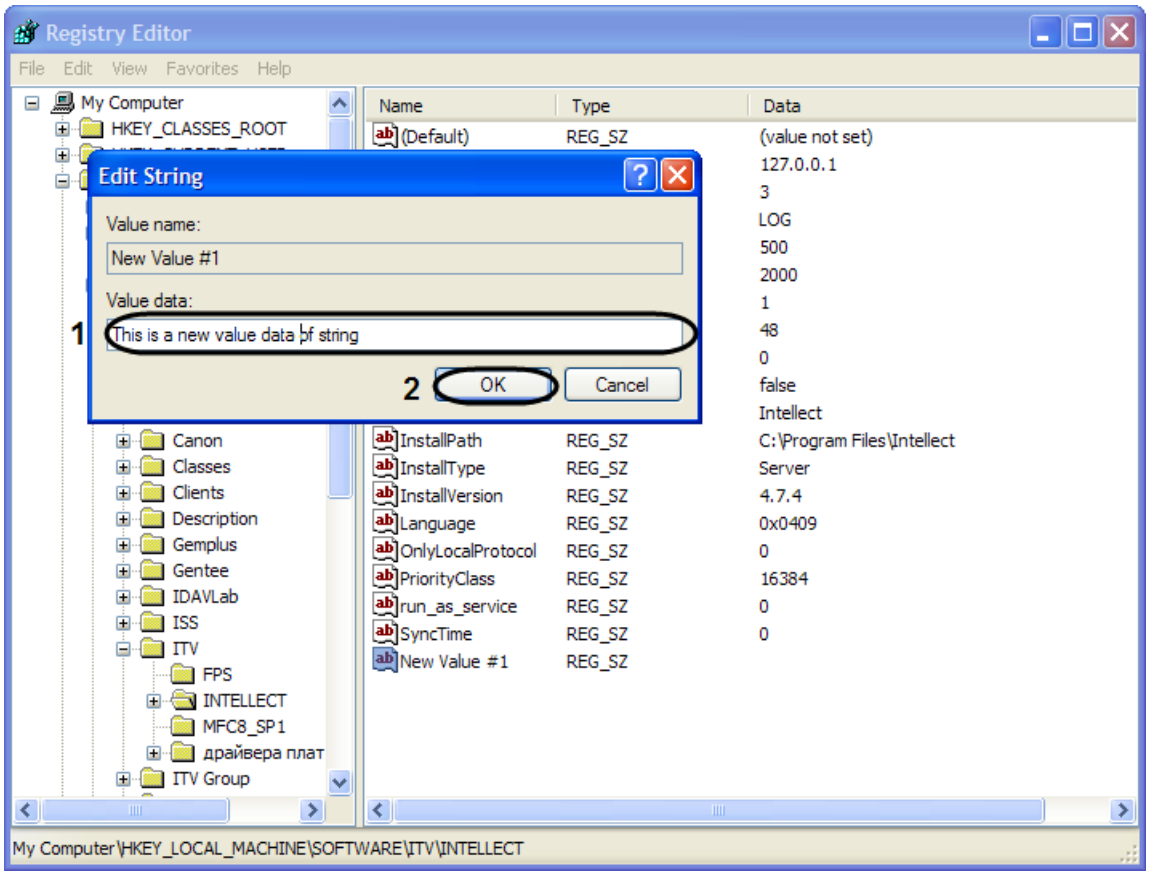

Figure 13.1-16. Edit String dialog box
The Edit String dialog box will open (Figure 13.1-16).
5. Modify the value of the parameter. Delete the old value and enter a new one into the Value Data field (Figure 13.1-16, 1). Click OK (Figure 13.1-16, 2).